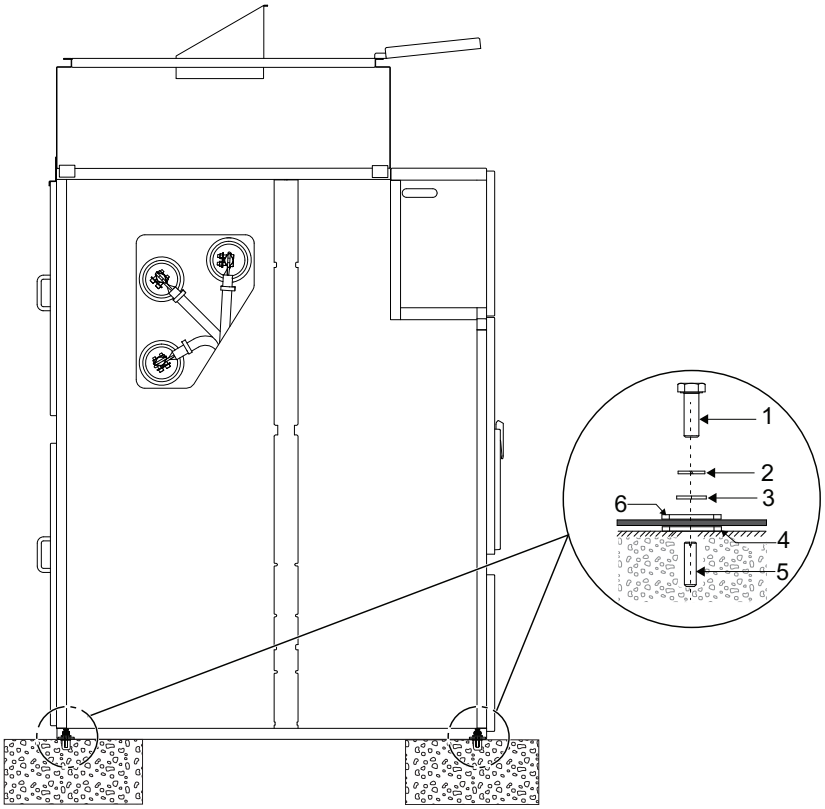

Figure 27
- If necessary, raise the cubicle and insert shims below the cubicle near the fastening points until the correct horizontal position is achieved, refer to Figure 27.